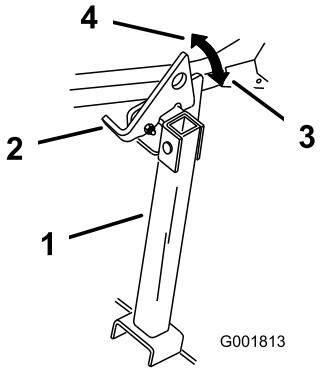

Figur 28
2. Lyft upp spärrhaken i fritt läge (Figur 28).